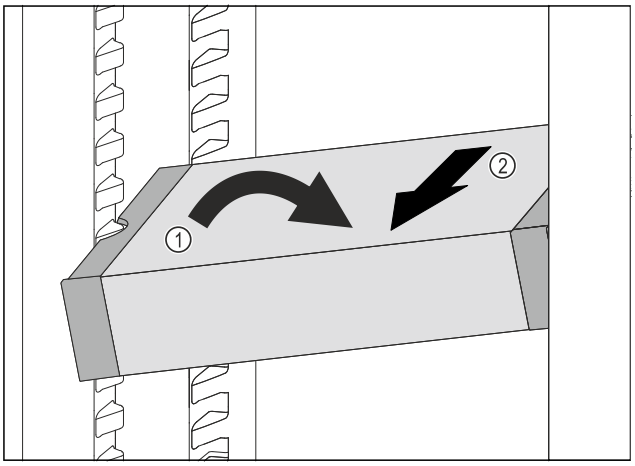

Fig. 200
▶ Incliner le VarioSafe dans la partie réfrigérateur. *Fig. 200 (1)*
▶ Sortir le tiroir VarioSafe par l'avant. *Fig. 200 (2)*